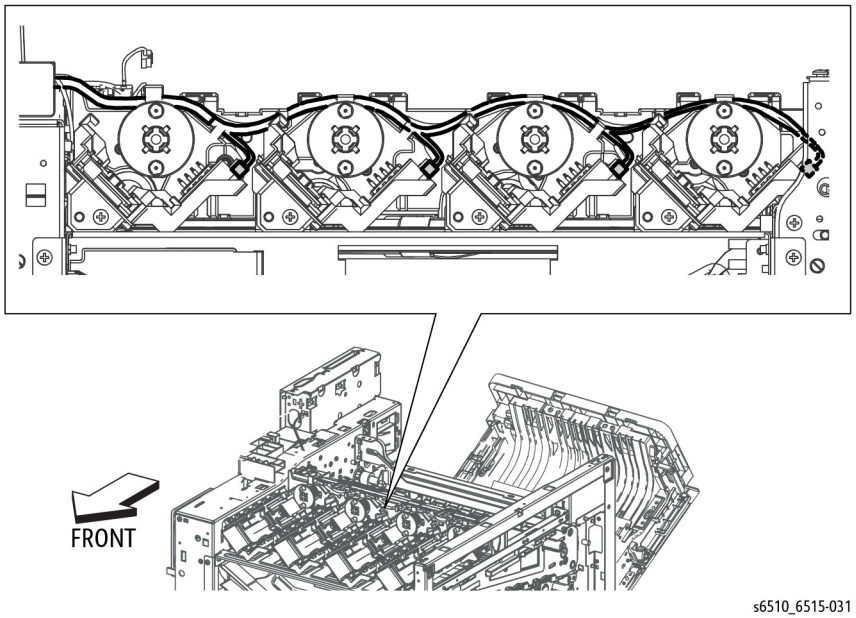

Figure 1 Release the Toner CRUM Harness Assembly
4. Refer to Figure 1 to unplug the four connectors (P/J111, P/J112, P/J113, P/J114) and release the Toner CRUM Harness Assembly.